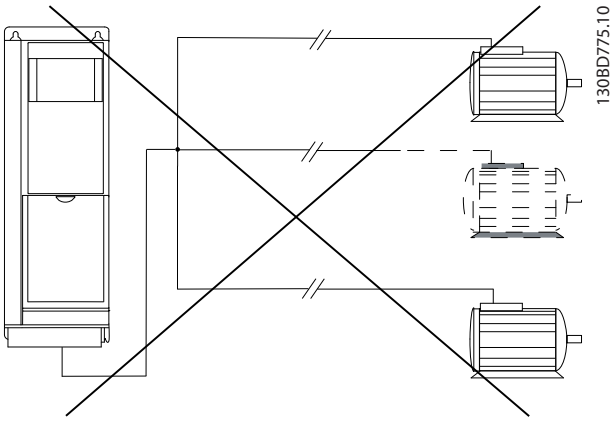

图 9.51 长电缆的共用节点连接
- 不要对长电缆使用共用节点连接，请参阅 *图 9.51*。